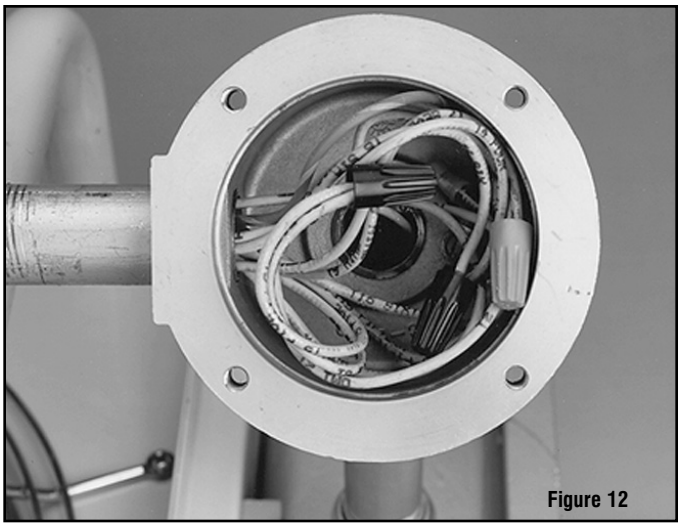

Figure 12
B. (Units with motor splice box) Remove 4 bolts and cover of motor splice box (See Figure 12).